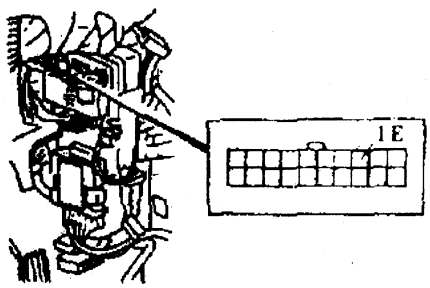

图4-8　危险警告灯不闪烁的故障排除
②危险警告灯开关置于OFF,测量CPU插头(16针)的1E端(G/Y)的电压,如图4-8所示。